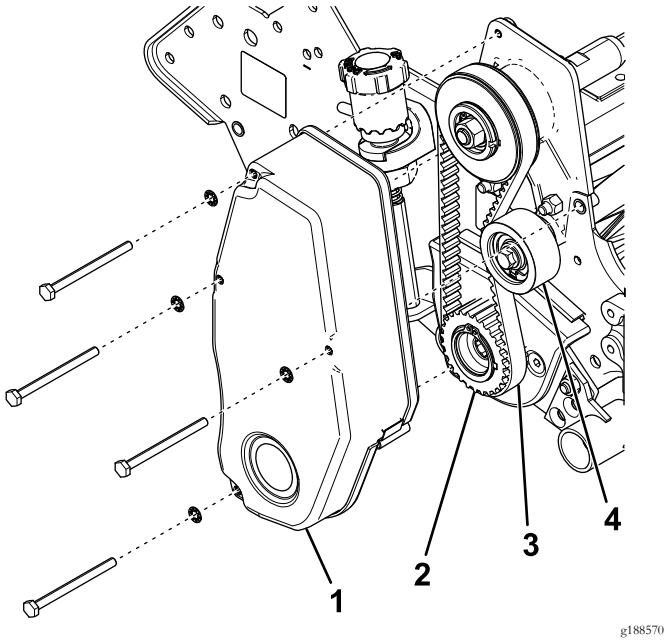

Figura 12
4. Instale a polia da transmissão no eixo do cilindro (Figura 12).
7. Instale a cobertura da correia da transmissão do cilindro na placa lateral (Figura 12).